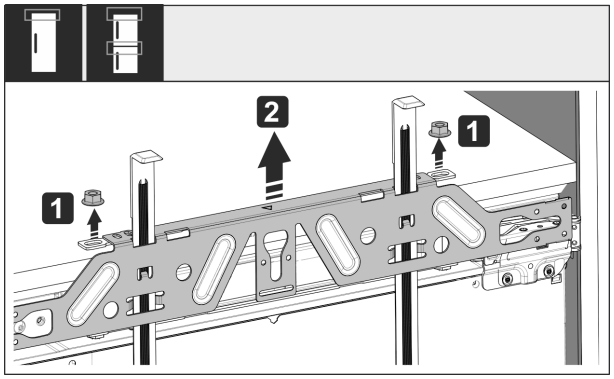

Fig. 58
- ▶ Oldja ki az ellenanyákat *Fig. 58 (1)*.
- ▶ Vegye le a rögzítő kereszttartót *Fig. 58 (2)*.